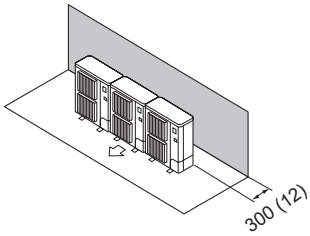

Fig. 2-12
(1) Obstacles uniquement à l'arrière (Fig. 2-12)